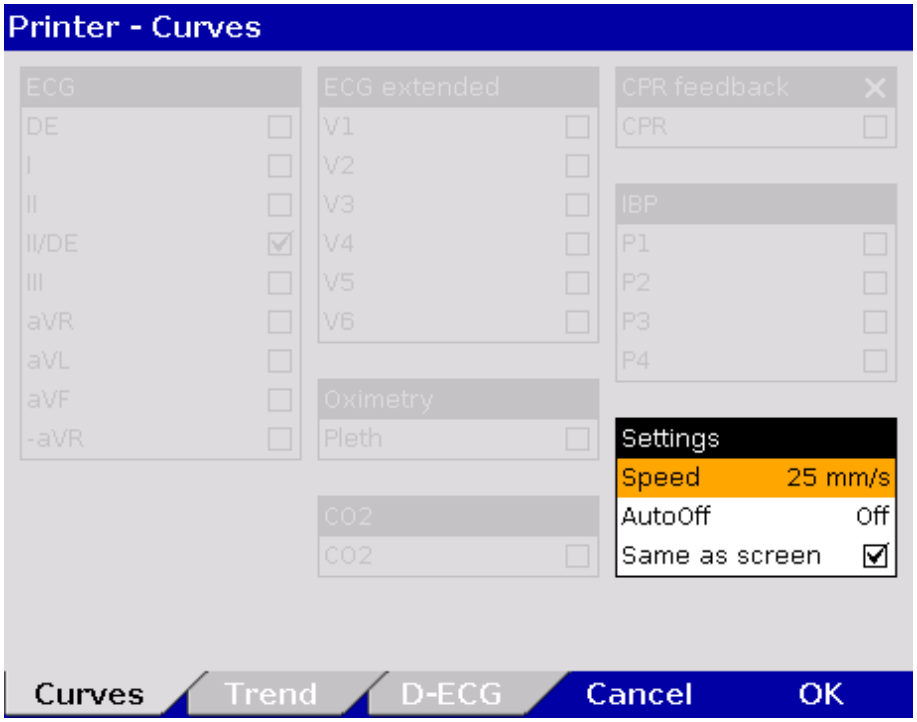

Fig. 7-7 Printer setting "Same as screen"
2. If in the group “Settings” the checkbox “Same as screen” is ticked, the curves currently displayed on the screen are printed. The remaining areas of the configuration dialogue are greyed out (see Fig. 7-7).